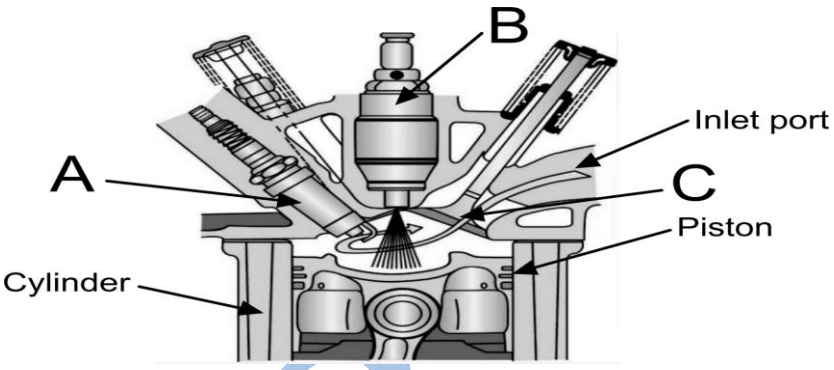

FIGURE 5
4.5 Refer to FIGURE 5 below illustrating a direct fuel injection system and answer the questions.